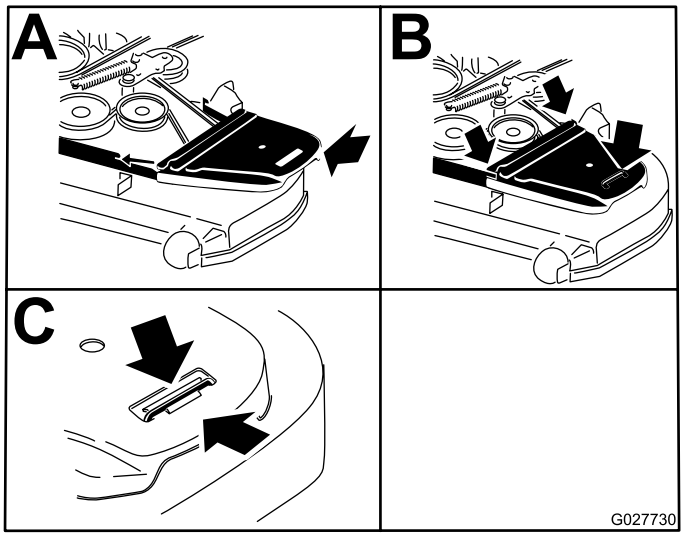

Figur 77
14. Monter remskærmene og de bolte, der sidder på dem (Figur 77).